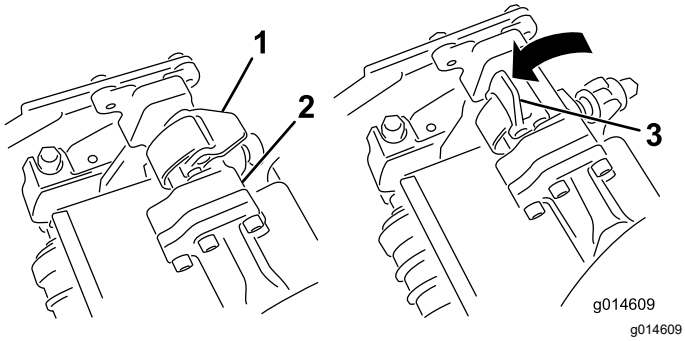
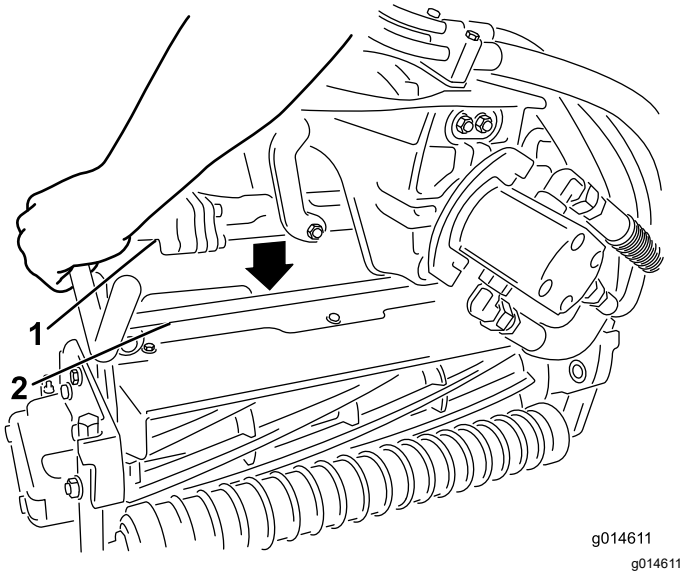

Figur 48
Figur 49
3. Låt spärrarna på upphängningsarmstången peka uppåt (dvs. de ska vara öppna) (Figur 48) och tryck upphängningsarmen nedåt så att stången passar över stången över ovansidan av klippenheten (Figur 49).
4. Fäll spärrarna nedåt och runt klippenhetsstången och lås dem på plats (Figur 48).
4. Öppna spärrarna på upphängningsarmstången på den klippenhet som du tar bort (Figur 48).